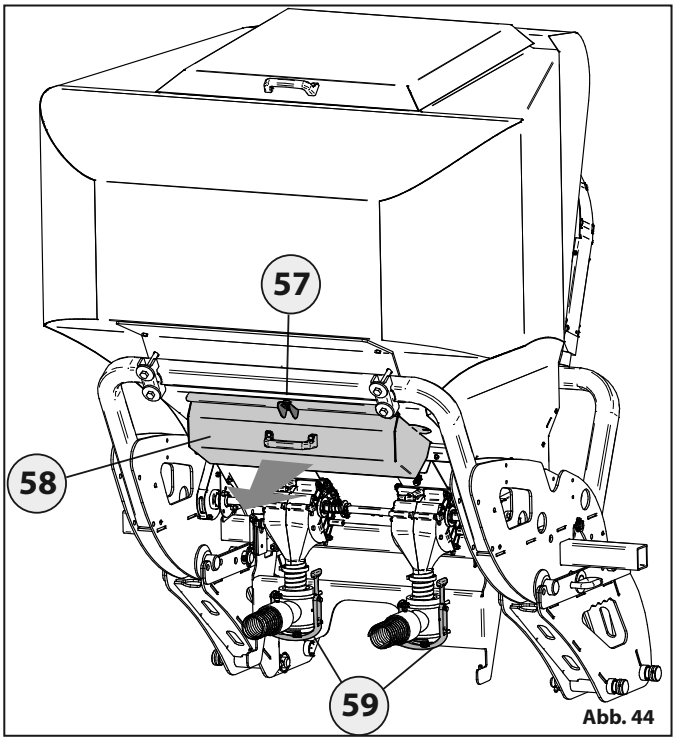

Abb. 44
- Den Feststellhaken **57** drehen, um den Sammelbehälter **58** herausnehmen zu können „Abb. 44".
- Die Zugstangen aus Gummi **59** lösen „Abb. 44".